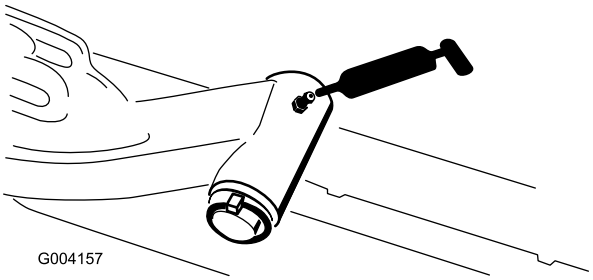

Figur 47
- Svingaksel for løftearm (1 hver) (Figur 47)